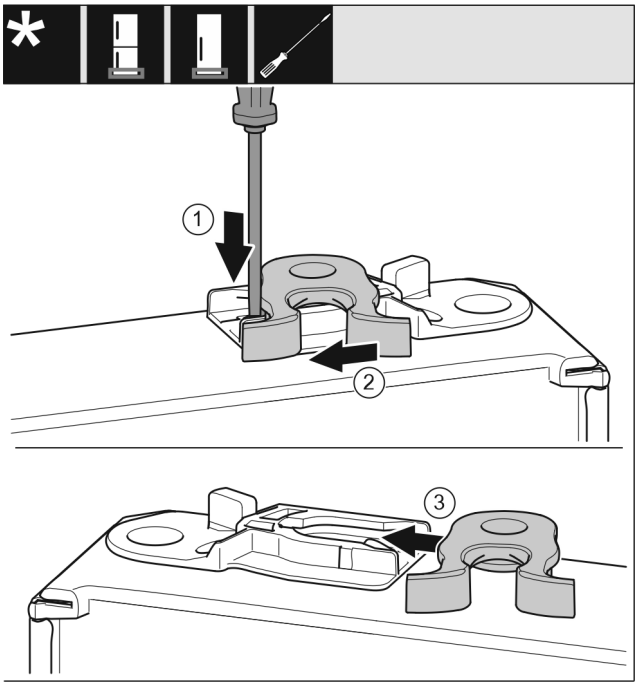

Fig. 51 *
- ▶ Lasche *Fig. 51 (1)* mit Schlitzschraubendreher nach unten drücken.*
- ▶ Schließhaken *Fig. 51 (2)* aus Führung ziehen.*
- ▶ Schließhaken *Fig. 51 (3)* auf anderer Seite in Führung schieben.*